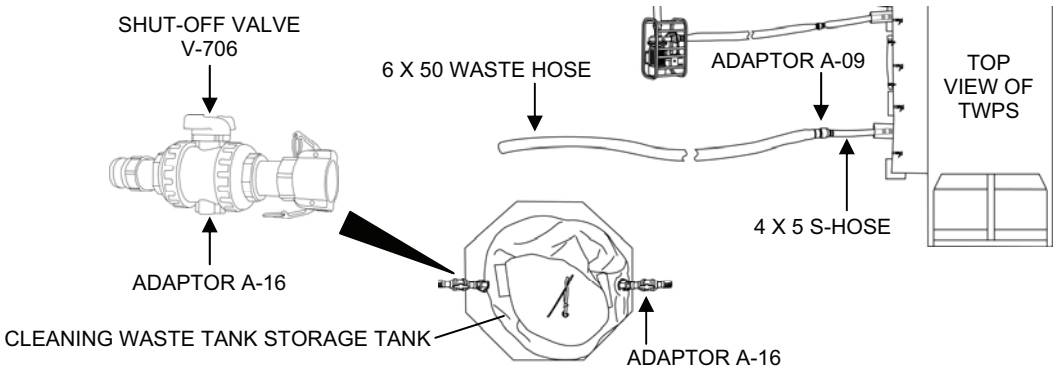

Figure 1. Cleaning Waste Tank Set-Up.
c. Connect Adaptor A-09 and the 6 in. x 50 ft. red-banded waste out hose to the 4 x 5 waste hose (Figure 1).
1. Set up the cleaning waste storage tank if needed as follows (Figure 1):